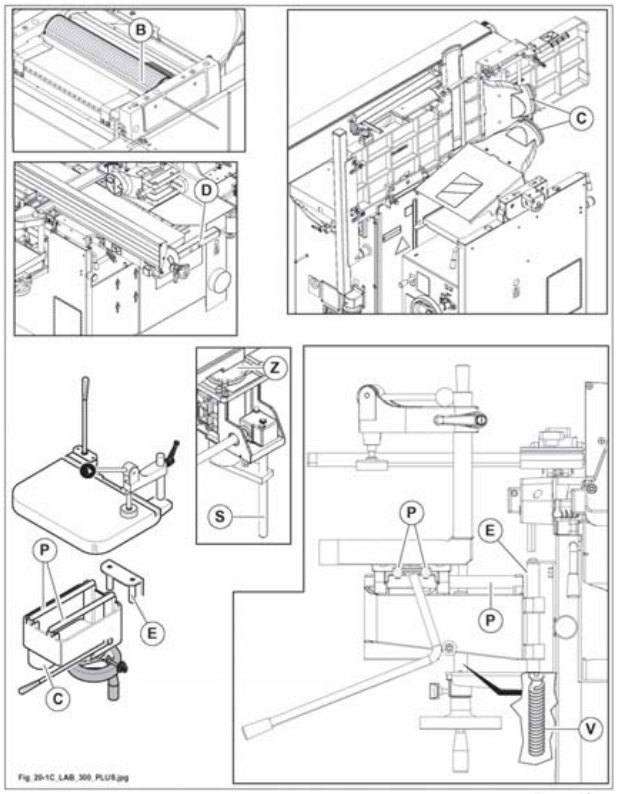

Fig. 20.1C
- gli utensili (B fig. 20.1C) del gruppo pialla;
- la barra di scorrimento (D fig. 20.1C) della guida filo OPT;
- le guide (E fig. 20.1C) per scorrimento cavatrice OPT;
- le barre di scorrimento (P fig. 20.1C) del piano cavatrice OPT;
- la vite di sollevamento (V fig. 20.1C) della cavatrice OPT;
- piano spessore - La vite di sollevamento (S fig. 20.1C);
- piano spessore - Cilindro di sollevamento (Z fig. 20.1C).